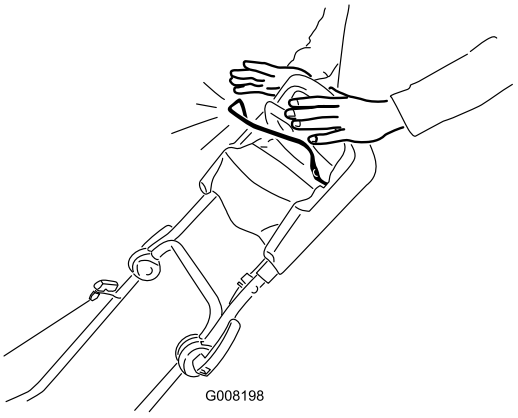

Figuur 18
1. Laat de bedieningsstang van het maaimes los (Figuur 18).